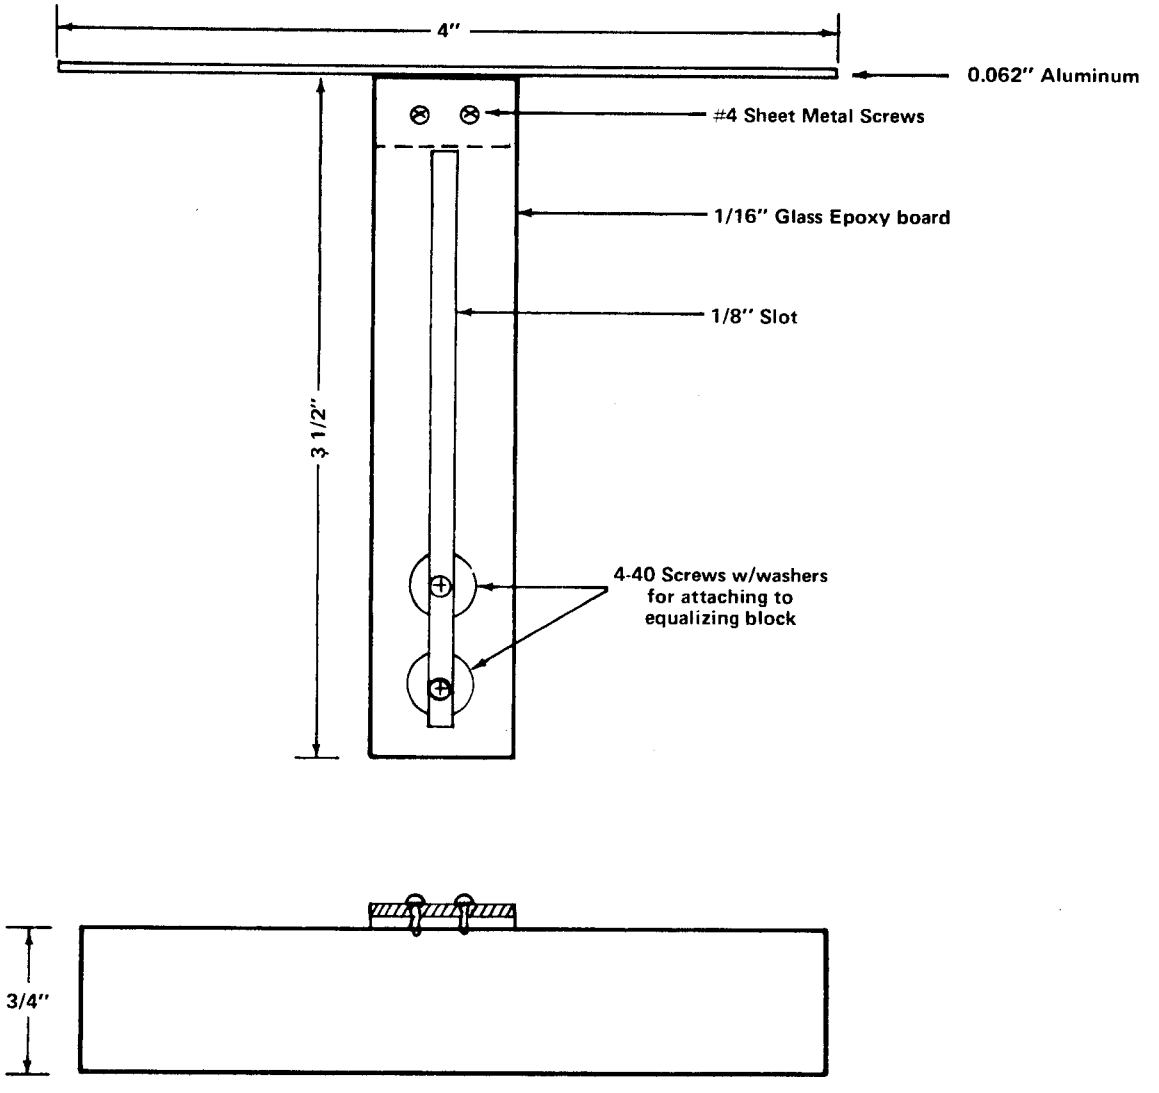

Fig. 1. Temperature Probe Equalizing Block
b. Install the P6058 probe and the oil-testing thermometer in the holes in the temperature-probe equalizing block. (Use the dielectric coolant given in Fig. 1.)